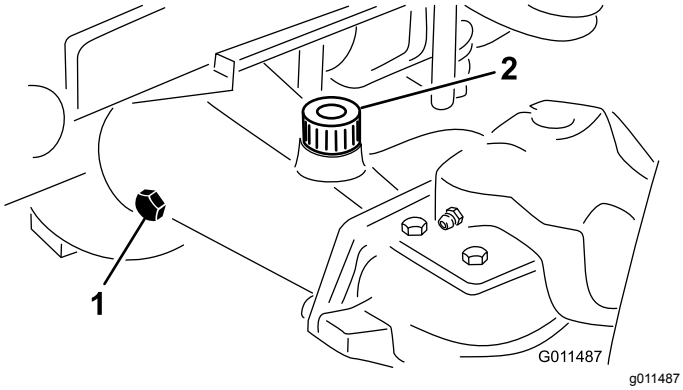

Figuur 13
2. Verwijder de controleplug van 1 uiteinde van de as (Figuur 13) en controleer of het smeermiddel tot aan de onderkant van de opening komt. Indien het peil te laag staat, verwijdert u de vulplug (Figuur 13) en vult u voldoende